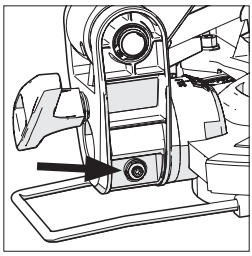

Рис. 11
- С помощью шестигранного ключа поворачивайте винт по часовой стрелке либо против часовой стрелки, чтобы отрегулировть угол наклона диска **(Рис. 11)**.